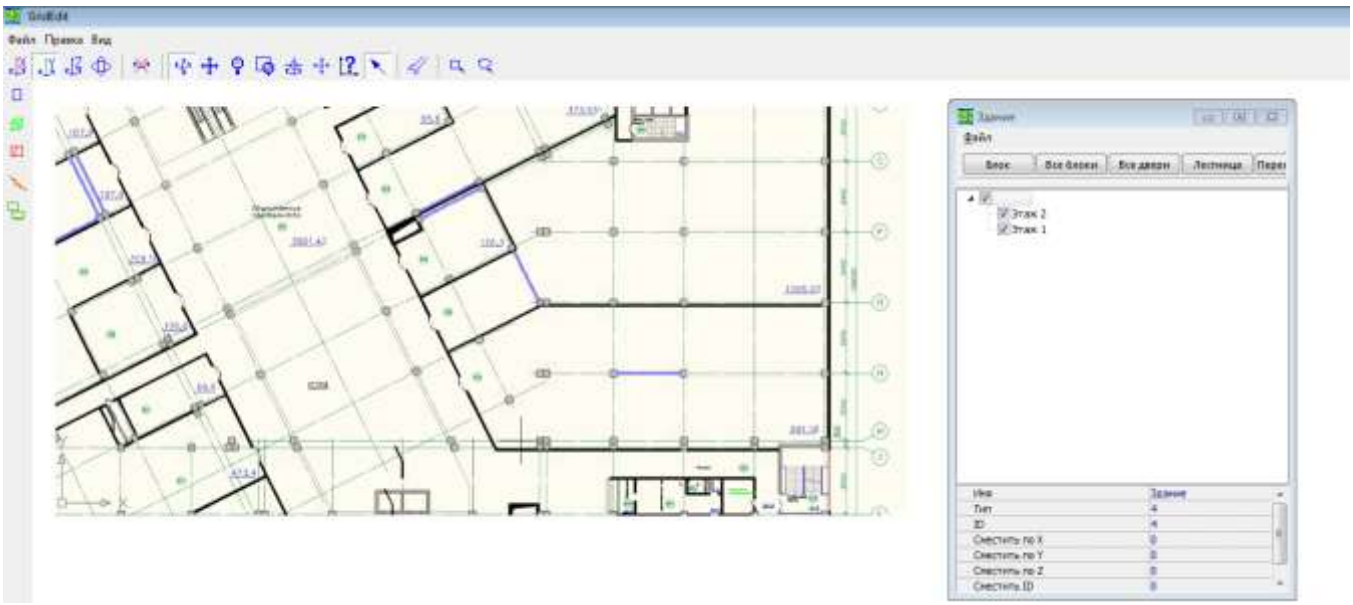
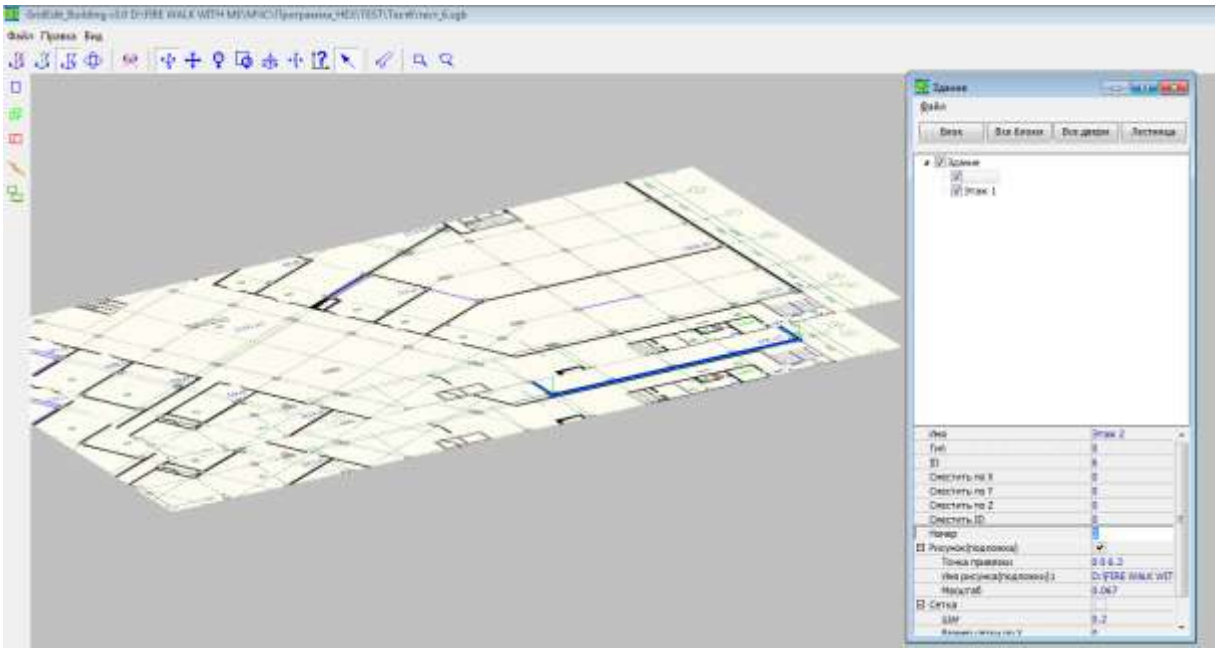

Рисунок 4.16 – Окно «Здание» и изображение подложки, привязанной к Этажу 1, проекция XY
Рисунок 4.17 – Окно «Здание» и изображение подложек, привязанных к этажам 1 и 2, в трехмерном режиме
3) подгрузить изображение подложки (в формате *.jpeg) через открывающееся окно в поле «Имя рисунка (подложки)». После выполнения этих шагов в рабочем окне построителя появляется изображение подгруженной подложки, (Рисунок 4.16, Рисунок 4.17);